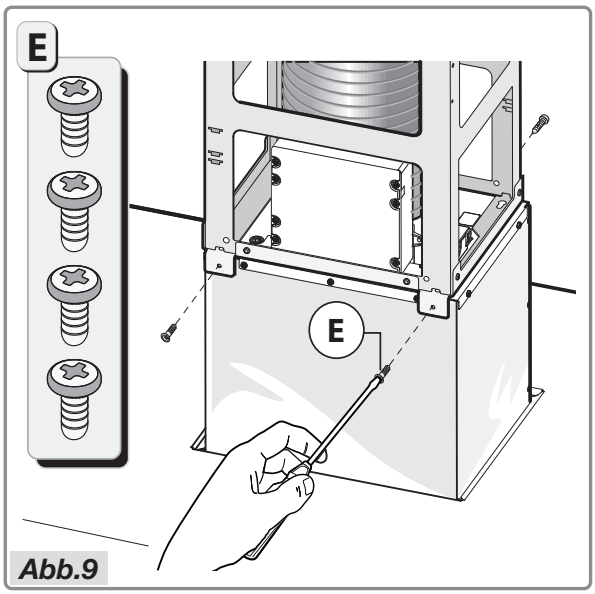

Abb.9
- Befestigen Sie die Konstruktion **C** mit den 4 Schrauben **E** an der Motorbuchse (Abb.9).